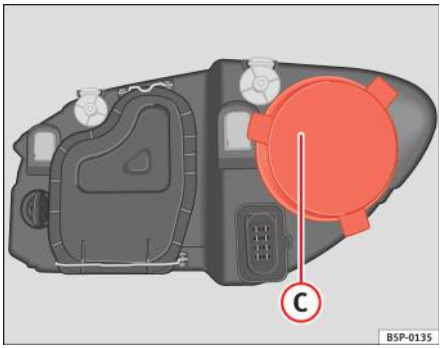

Fig. 186 Farurile fază lungă
– Scoateți capacul ⇒ fig. 186 (C) trăgându-l în afară.